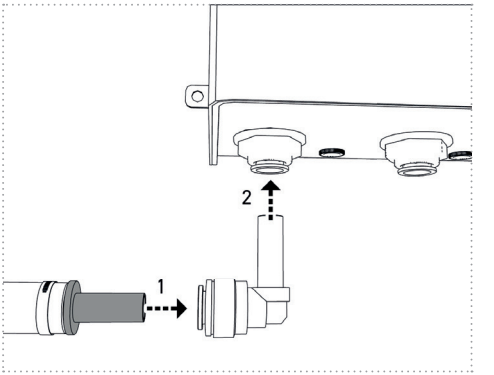

Abbildung 10b
b. in die im Lieferumfang enthaltenen „Winkelstecker 3/8““ und danach in die UV-Einheit ein (*Abbildung 10b*).